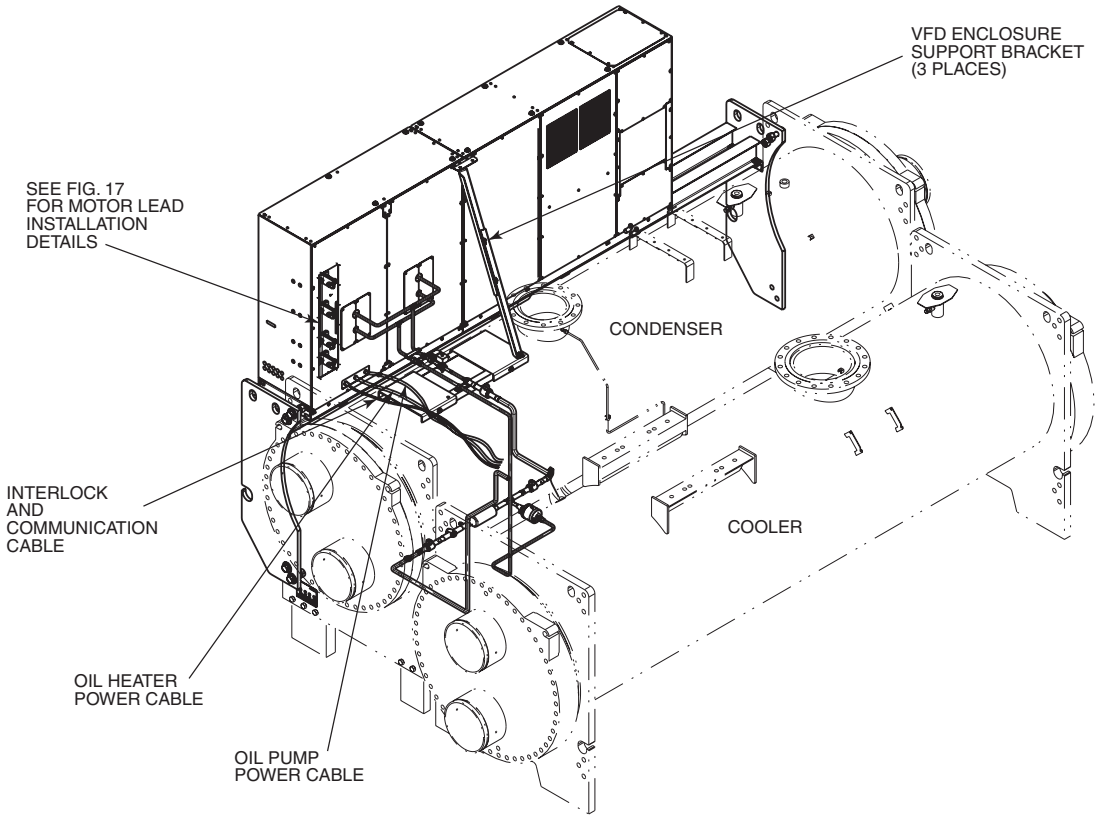

Fig. 14 — 900A or 1200A LF2 VFD or Standard Tier VFD (765, 855, 960, 1070, 1275, 1530A) Installation — Typical
2. Remove any conduits that bring power to the VFD. See Fig. 14.
6. Disconnect the power cables, interlock cable, and communication cable between the VFD enclosure and the power panel. See Fig. 14.